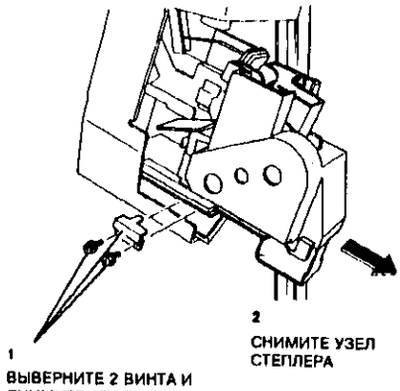

Рисунок 6. Снятие узла степлера
1. (Рисунок 6) Снимите узел степлера.